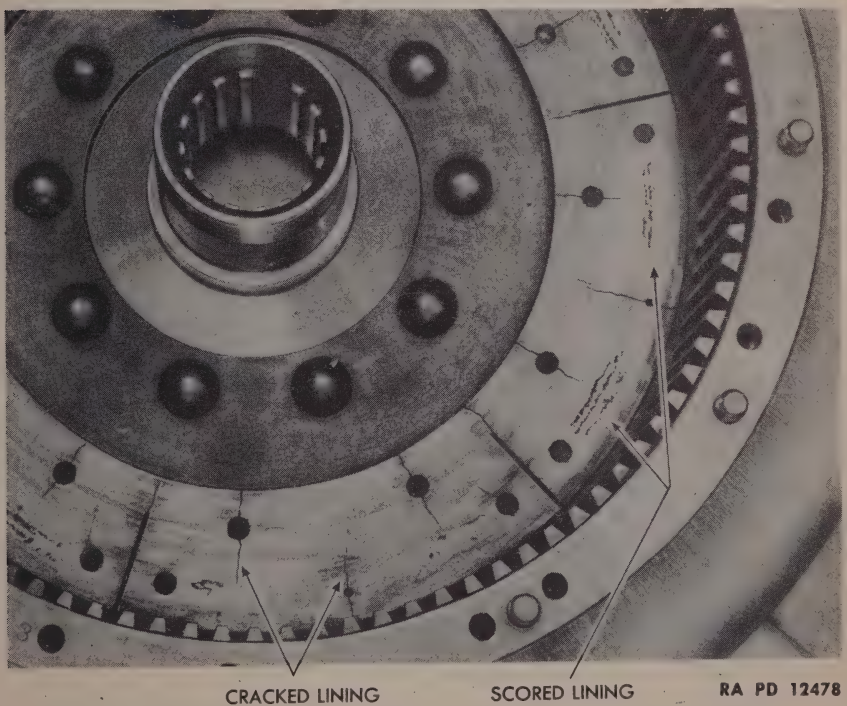

Figure 46—Clutch Lining Scored and Cracked from Overheating
39. PREVENTIVE MAINTENANCE (figs. 46, 47, 48, 49, and 50).
b. Example I—Allowing Clutch to Overheat. This may be caused by failure to keep the clutch linkage in proper adjustment or it may be due to constant slipping and riding of the clutch by the driver. Whatever the cause of an overheated clutch, the results are clearly shown in figure 46. While the clutch lining was almost new and should normally have given many days or months of operation without replacement, it was completely ruined in less than a week of relatively light maneuvers. Notice the deep score marks and the discoloration. In addition, the lining is cracked at almost every rivet and at the end of each segment. Assuming that the driver in this case was not at fault, the destruction of this clutch could have been averted by making the simple and easy inspections and adjustments necessary to maintain the correct amount of free play in the clutch pedal linkage. Instead, the tank was out of action, the engine had to be removed, and the entire clutch had to be replaced. Time is never so short that inspections and adjustments can be neglected.